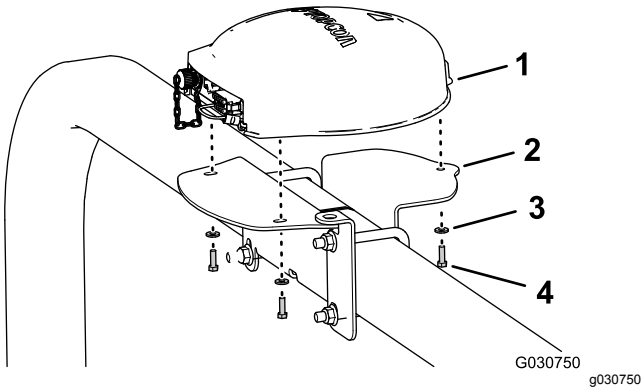

Figur 145
4. Rikta in de tre gängade hålen på botten av navigeringsmottagaren mot de tre hålen i mottagarfästet (Figur 145).
5. Montera mottagaren på fästet (Figur 145) med de tre sexkantsskruvarna (5 x 16 mm) och tre brickorna (5 mm).